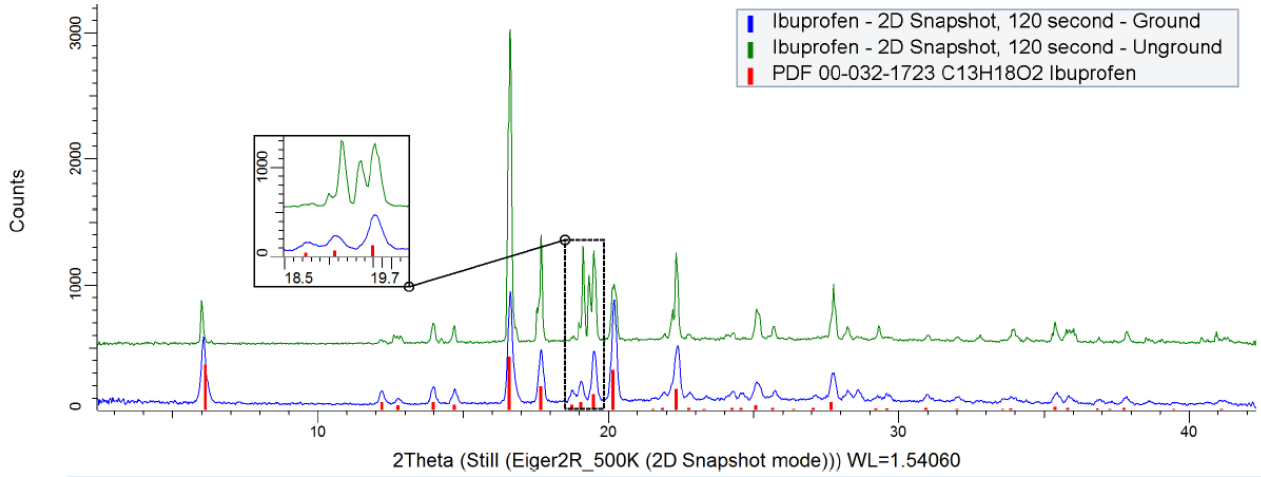

Figure 4. Ground vs Unground sample
- Coarse or Grainy samples can cause "artifact peaks" that could lead to erroneous phase identification. See Figure 4, showing an "artifact peak" for the unground sample (Green).